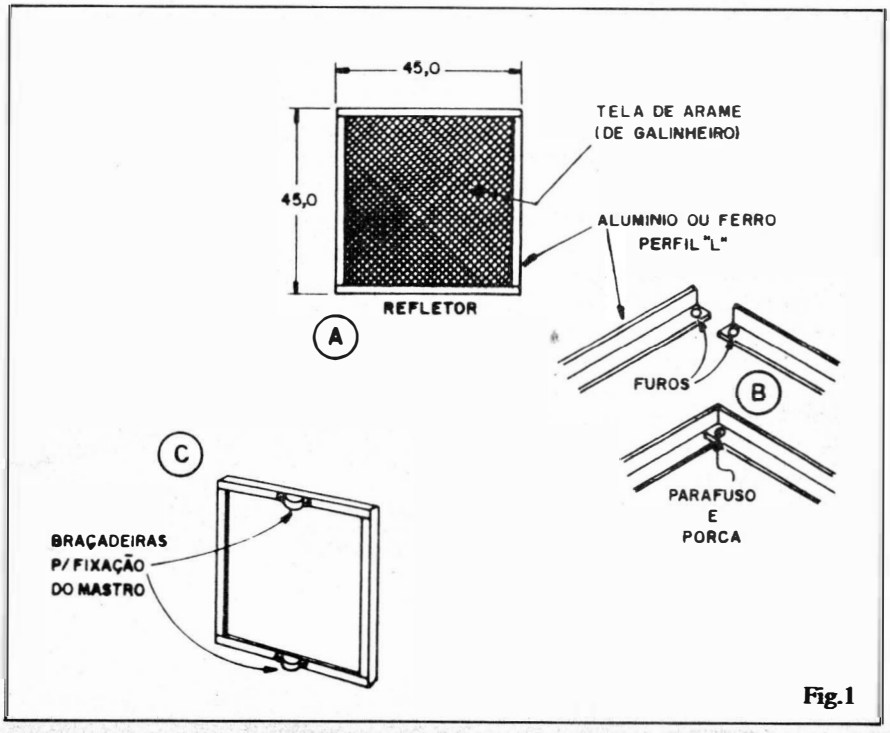

Fig.1
- **FIG. 1** A primeira parte da antena de UHF a ser confeccionada é o REFLETOR. Não passa de um quadro formado por barras metálicas (ferro, ou - preferivelmente - alumínio) com perfis em "L" (1 a 1,5cm. de lado), determinando uma medida final de 45 x 45cm. (fig. 1-A). No item B da figura é mostrado o método de fixação dos cantos do quadrado: basta furar as duas extremidades dos perfis "L" e juntá-los com parafuso e porca. O quadro/refletor deverá ser então "preenchido" com tela de arame (pode ser "quadradinha", de arame grosso, ou sextavada, de arame mais fino, exatamente do tipo usado para "fechar galinheiro"...). Por uma questão de resistência e durabilidade, convém que a tela seja de arame galvanizado, porém, se isso não for possível, não "esquente" (protegeremos a tela pintando-a, de pois da antena totalmente montada...). A fixação da tela ao quadro/refletor pode ser feita por qualquer método: parafuso pequenos a intervalos regulares ao longo das laterais, grampos, solda (se o quadro for de ferro...), etc. No centro de laterais opostas do quadro/refletor (fig. 1-C) deverão ser fixadas (também com parafusos, através de furos convenientemente posicionados) duas braçadeiras simples (semi-circulares, com abas...), podendo ser utilizadas aquelas que os eletricistas usam para fixação de **condutes**. Convém usar-se, na fixação, parafusos longos, para que as braçadeiras possam "folgar" o suficiente (uma vez que servirão para fixação do quadro/antena ao mastro de sustentação, como veremos mais à frente...).